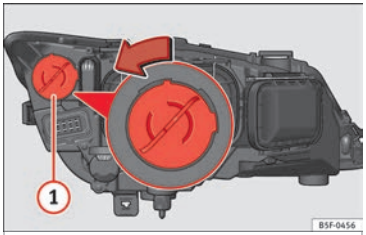

Fig. 105 Lámpara de luz de día.
– Gire el portalámparas ››› **fig. 105** (1) a la izquierda y tire.